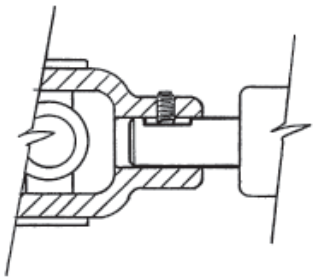

FIG. 4
IMPORTANT: For the setscrew in the PTO driveline ① yoke to be properly engaged on the gearbox ② input shaft, slide the yoke onto the shaft until the setscrew will sit on flat portion of gearbox shaft. See Figure 4.